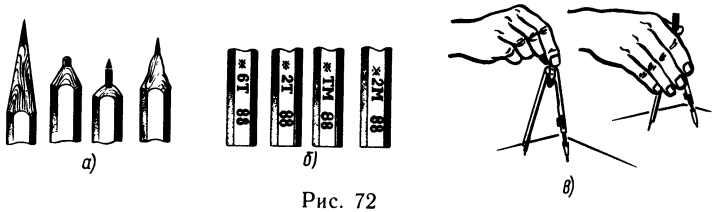

Рис. 72
2. Продолжим предыдущее задание (рис. 72):